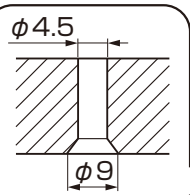

図3-3
③床板の床板縦切りインナー材を固定する位置にφ4.5下穴とφ9サラ取りをしてください。(図3-3)